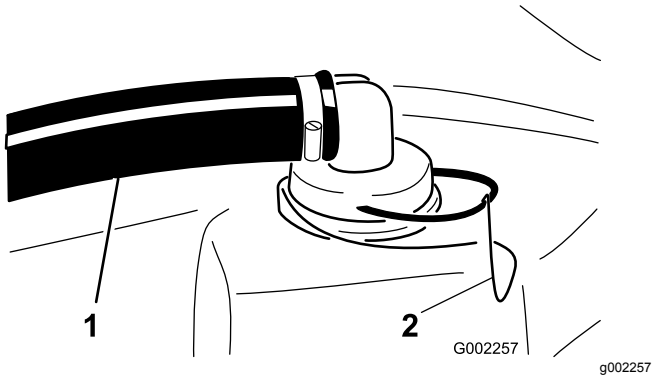

Figur 48
2. Fjern holderen fra den røde fitting, som er fastgjort til den store slange oven på tanken (Figur 48).
3. Fjern slangen fra tanken (Figur 48).